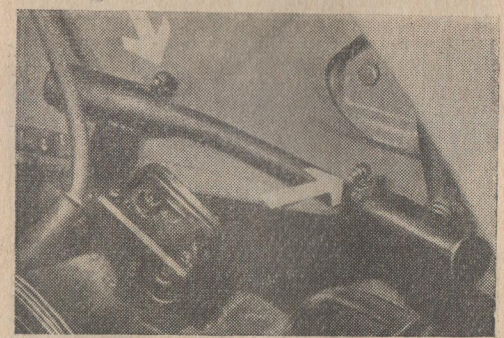

Рис. 75. Пресс-масленки продольной рулевой штанги.
4) продольная штанга рулевого управления; две пресс-масленки на наконечниках штанги (рис. 75);